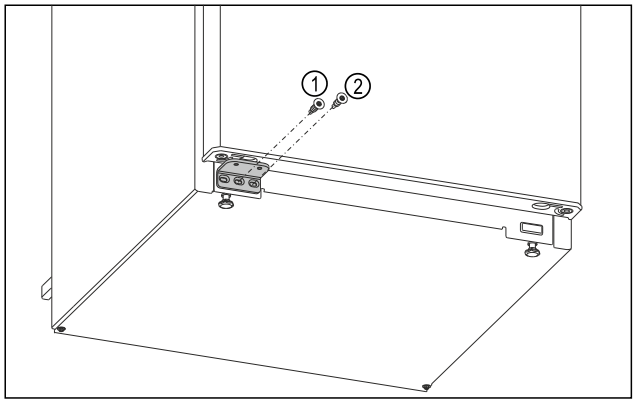

Fig. 15
▶ Kierrä laakerijalustan *Fig. 15 (1)* keskimmäinen ruuvi kiinni Torx 20 -ruuvimeisselillä.
▶ Kierrä laakerijalustan *Fig. 15 (2)* sisempi ruuvi kiinni Torx 20 -ruuvimeisselillä.